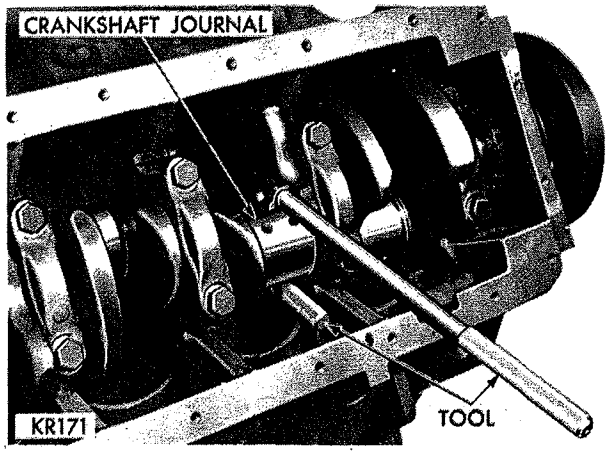

*Fig. 49—Installing Connecting Rod Using Tool C-3221*
(1) Before installing pistons, rods, and rod assemblies in the bore, be sure that the compression ring gaps are staggered so that neither are in line with oil ring rail gaps.
(2) The oil ring expander ends should be positioned toward the outside of the "V" of the engine. The oil ring rail gaps should be positioned opposite each other and above the piston pin holes.
(3) Immerse piston head and rings in clean engine oil, slide ring compressor, Tool C-385, over the piston and tighten with special wrench (part of Tool C-385).
(4) Be sure the position of rings does not change during this operation. Screw connecting rod bolt protector (part of Tool C-3221) on one rod bolt, and insert rod and piston into cylinder bore.
(5) Attach puller part of Tool C-3221 on the other bolt, and guide the rod over crankshaft journal (Fig. 49).
(6) Tape piston down in cylinder bore, using handle of a hammer. At the same time, guide connecting rod into position on crankpin journal.
(7) The notch or groove on top of piston must be pointing toward front of engine and larger chamfer of connecting rod bore must be installed toward crank pin journal fillet.
(8) Install rod caps, tighten nuts to 45 foot-pounds.